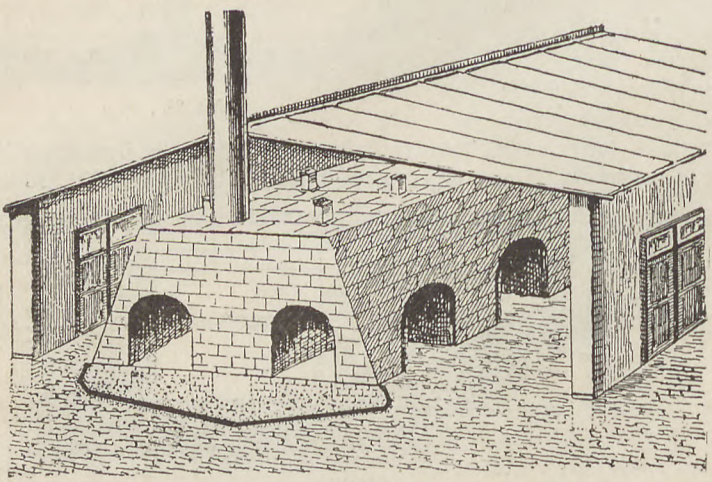

Fig. 28.
2. Zur wasserdichten Bekleidung von größeren wagerechten, schrägen, gewölbten oder senkrechten Flächen, wie Gewölben, Brücken, Dächern, Unterführungen, Terrassen, künstlichen Teichen, feuchten Kellern giebt es die Patent-Blei-Isolierung nur in 1 m breiten und 15 m langen Rollen mit $1^1/_2$-, 2- oder 3facher Stärke der Bleieinlage. Die Patent-Asphalt-Blei-Isolierrollen finden Anwendung bei Abdeckung von schmalen Mauerteilen, von größeren horizontalen Flächen (z. B. Isolierung unter Dampfkesseln, Ringöfen, Fig. 28, Zementöfen und dergl.); ferner von schrägen Flächen (z. B. als Blei-Holz-Zementdach oder Blei-Kiesdach wie überhaupt bei begehbaren Dächern auf Holz-